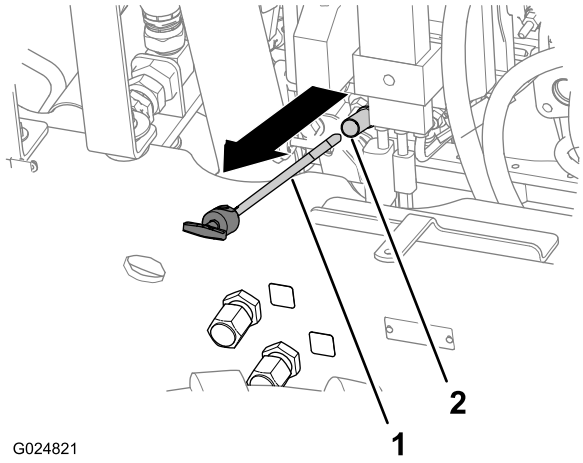

Figura 24
4. Togliete l'asta di livello e asciugatela e pulitela con un panno pulito (Figura 24).
5. Inserite totalmente l'asta nel relativo tubo, quindi estraetela (Figura 24).